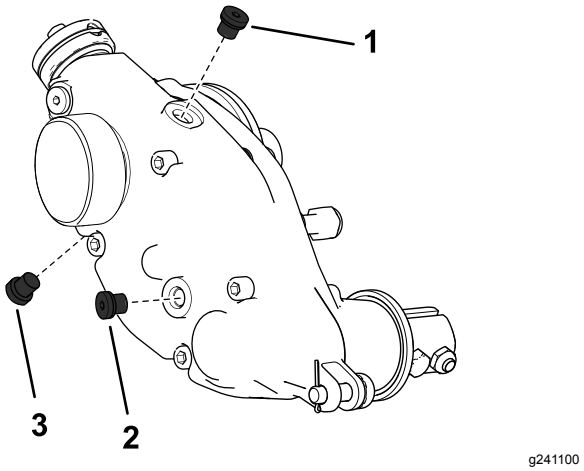

Rysunek 27
2. Wykręć korek spustowy z dna obudowy (Rysunek 27).
3. Wyjmij korek do napełniania po stronie obudowy i poluzuj zatyczkę odpowietrzającą na górze, aby umożliwić przepływ powietrza (Rysunek 27).